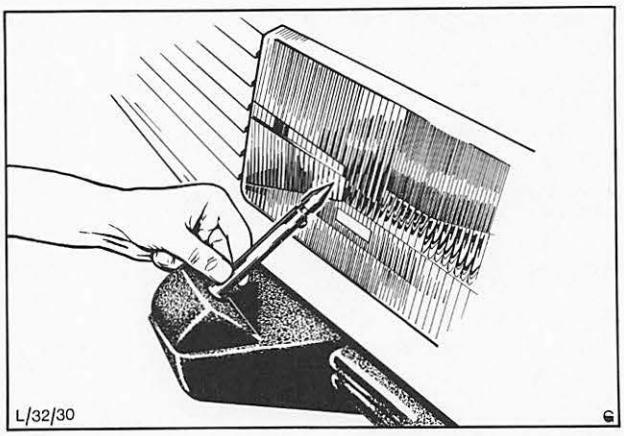

Abb. 35 Spezialwerkzeug 32-001 so schwenken, daß die Spitze den festgelegten Punkt „D", Abb. 36, auf dem Scheinwerfer berührt
c) Werkzeug 32-001 in die Nuten um die Spritzdüse einsetzen und Düse wie erforderlich schwenken, bis die Prüfspitze des Werkzeugs den auf dem Scheinwerferglas markierten Punkt berührt, Abb. 35. Markierungszeichen vom Scheinwerferglas wischen.